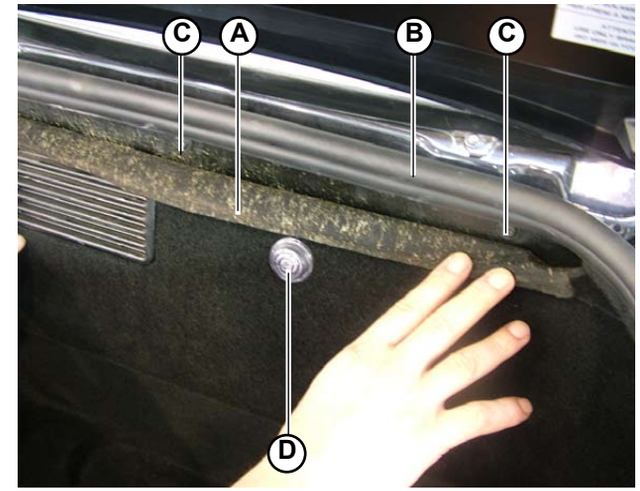

Fig.5
1. Extract the upholstery (**A-Fig.5**) from under the gasket (**B-Fig.5**) on the upper part.
2. Unscrew the 3 screws (**C-Fig.5**) securing the lid.
4. Disconnect the luggage compartment light connection (**D-Fig.5**).